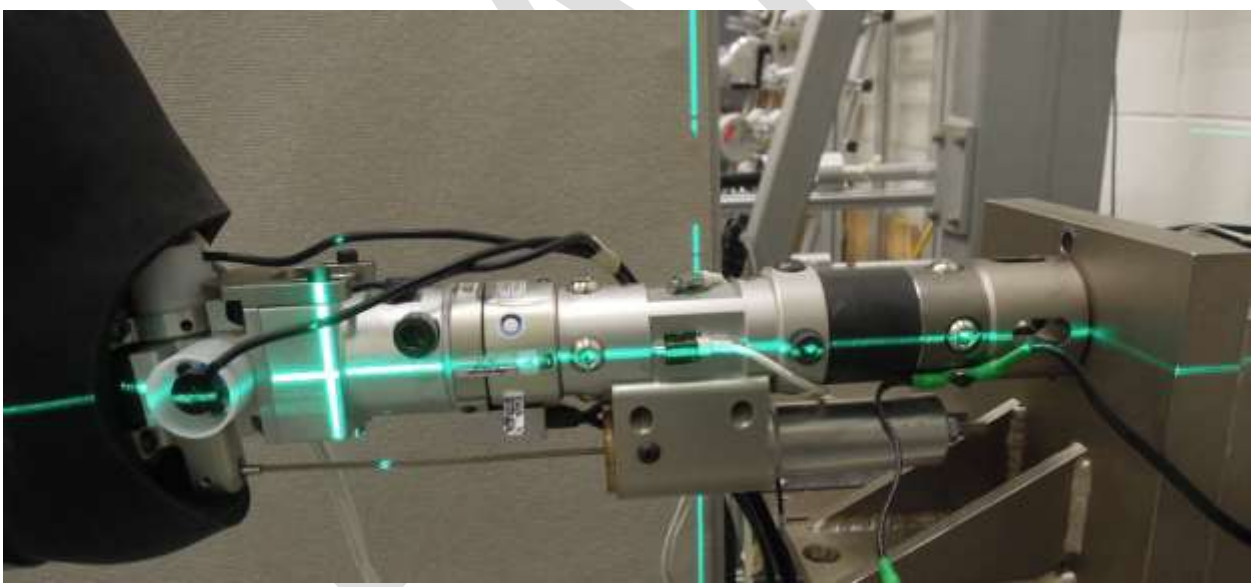

Figure 11-3. Install lower leg to rigid fixture and level for heel impact test.
11.5.3 Mount the leg to the rigid fixture with the toe pointing upward (Figure 11-3) using four M6 X 16 SHCS and torque to 10.0 ± 2.5 N-m (7.4 ± 1.8 ft-lbf). Verify the leg is horizontal by placing a level on the flat area used for mounting an accelerometer on the X-axis of the lower tibia shaft.